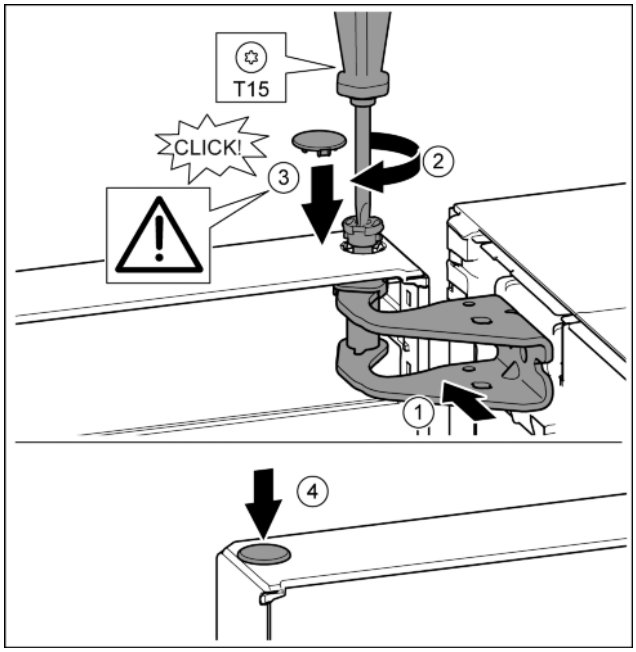

Fig. 21
- ▶ Дверь вверху выровнять по отверстию в опорном кронштейне. *Fig. 21 (1)*
- ▶ Вставить палец и затянуть отверткой T15. *Fig. 21 (2)*
- ▶ Установить предохранительную крышку для защиты двери: вставить предохранительную крышку и проверить, прилегает ли она к двери. В ином случае вставить палец полностью. *Fig. 21 (3)*
- ▶ Вставить заглушку. *Fig. 21 (4)*